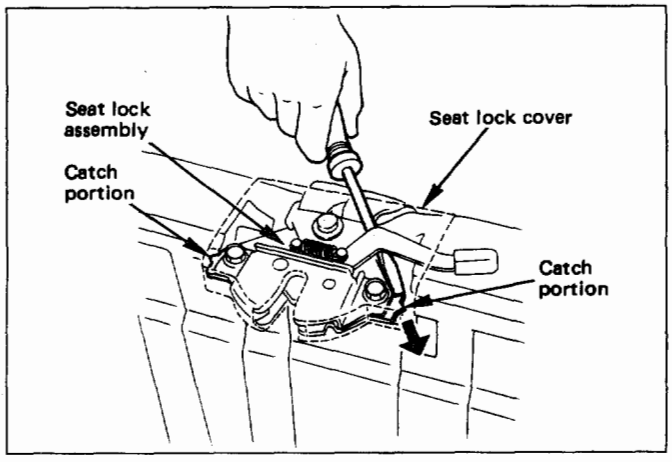

Fig. 10-226
- Remove the catch portion of the seat lock from the cover. (Fig. 10-226)
1. **Seat lock cover (Fig. 10-226)**